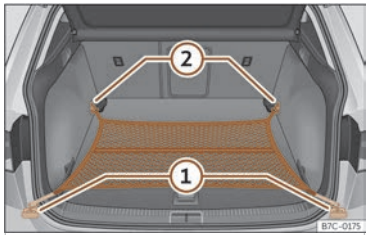

Abb. 170 Im Gepäckraum: flach eingehängtes Gepäckraumnetz.
- Hängen Sie die Haken in die Verzurrösen ein ››› **(Abb. 170)** ① und ② ››› ⚠. Der Reißverschluss des Gepäcknetzes muss dabei nach oben zeigen.